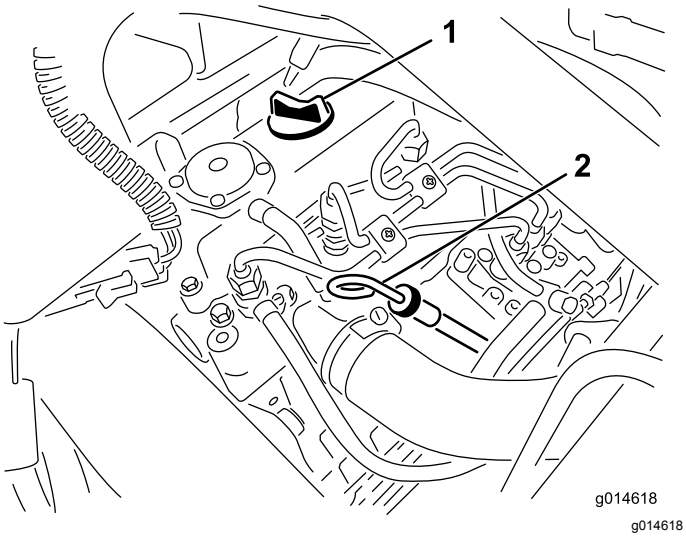

**Figur 28**
2. Ta ut oljestickan och torka av den med en ren trasa (Figur 28).